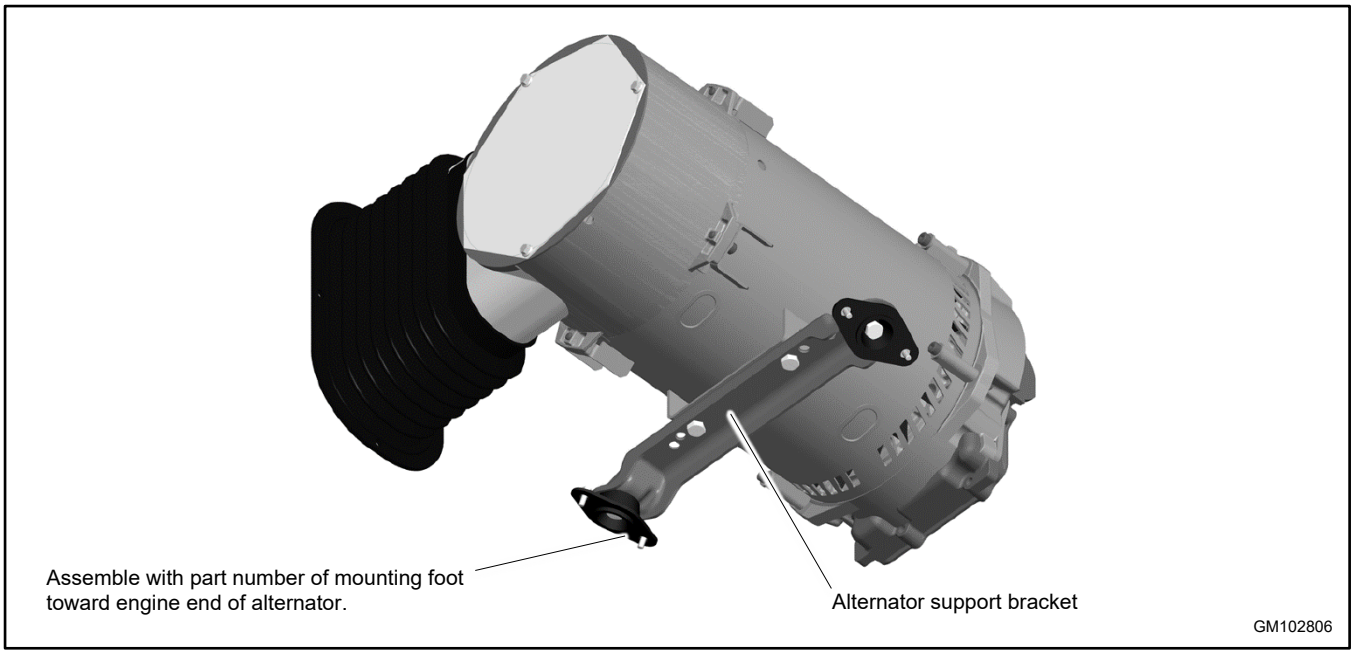

Figure 128 Alternator Support Bracket
a. Re-attach the alternator support bracket to the alternator shell. Assemble with the part number of the mounting foot toward the engine end of alternator. See Figure 128.